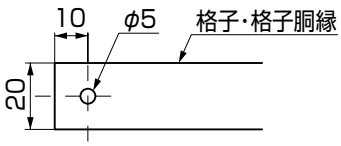

図3-7　F4型の場合
①切断した本体パネルに端部に図3-7にしたがって、φ5の孔を全部の格子･格子胴縁にあけてください。
②格子･格子胴縁に切詰め端部キャップを【9-1】で取付てください。